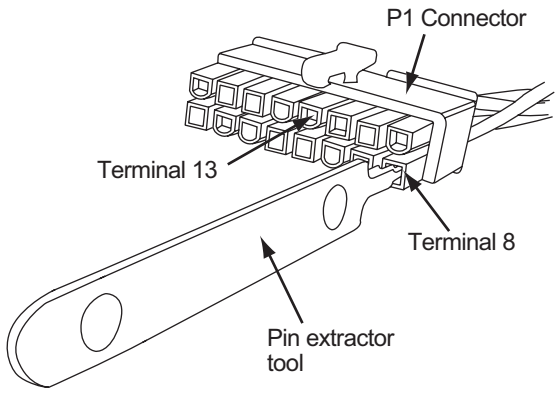

Figure 34. Disconnecting thermistor from P1 connector
2. Insert a pin extractor tool (Figure 34, page 39 shows a Molex 11-03-0044 REV D) into the terminal side of connector in terminal 8. See Figure 34, page 39. Terminals are labeled on connector and thermistor wires are solid white.
c. Connect wires to P1 connector terminals 8 and 13. See Figure 34 for terminal location.